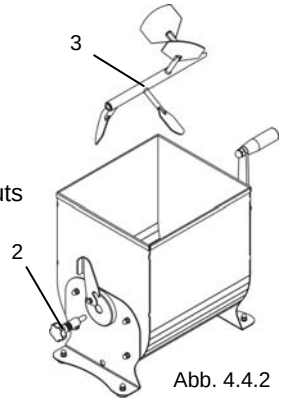

Abb. 4.4.2
- Den Drehgriff „2“ herausziehen, Abb. 4.4.2, um die Schaufel „3“ entnehmen zu können, Abb. 4.4.2.
- Die Schaufel „3“ Abb. 4.4.2 greifen und durch Drücken nach unten und dann nach vorn in den Behälter einsetzen.
- Den Drehgriff „2“ Abb. 4.4.2 in die Schaufel stecken.
- Den Hebel „1“ Abb. 4.4.2 um 90° im Uhrzeigersinn drehen, um den Drehgriff „2“ zu arretieren.